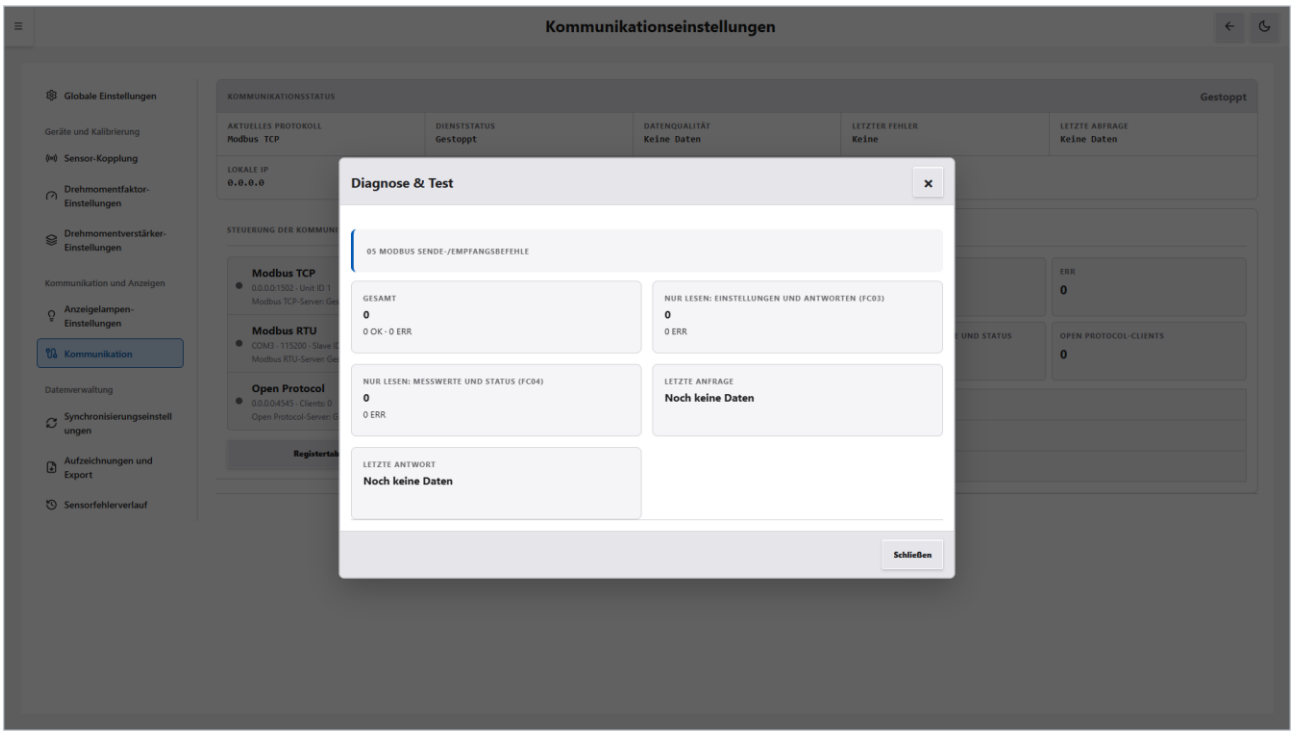

Abbildung 13-7 Modbus-Diagnose und -Test
2. Klicken Sie auf „Diagnose & Test“, um das Fenster „Diagnose & Test“ zu öffnen (siehe Abbildung 13-7).